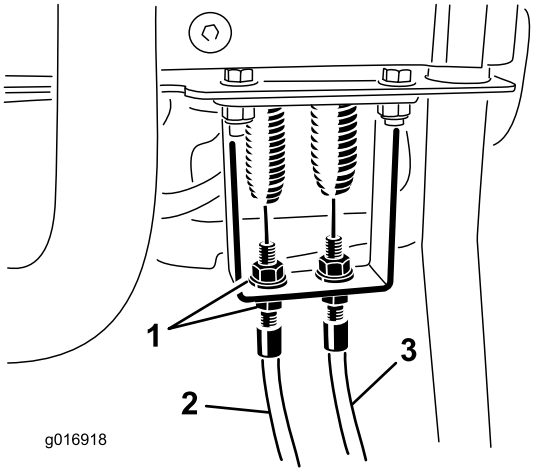

Figuur 45
2. Controleer aan de trekveer of er speling is op de kabel van de tractiebediening (Figuur 45).
9. Stel de kabel van het schot van het bedieningspaneel af om de kabelcontramoeren af te stellen en eventuele kabelspeling weg te nemen zonder de veer uit te rekken (Figuur 45).
3. Zet bij het schot van de bedieningshendel de kabel voor de messenkooibediening los tot er speling op de kabel is (Figuur 45).